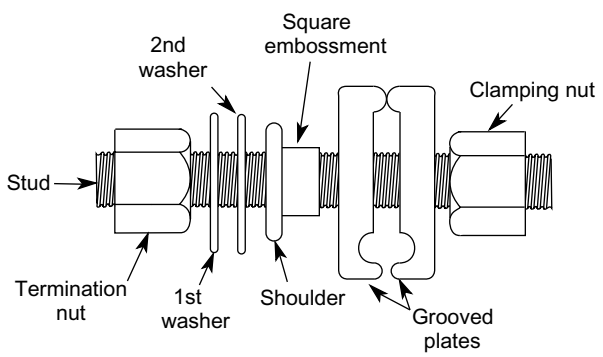

Figure 12 - Lashing wire clamp
4.28 Corning Cable Systems recommends that as a cable run is lashed up, span-by-span, the lashing wire should be terminated at each pole with a lashing wire clamp (Figure 12). This practice will ensure that only one span of cable will be unsupported if a lashing wire is cut.